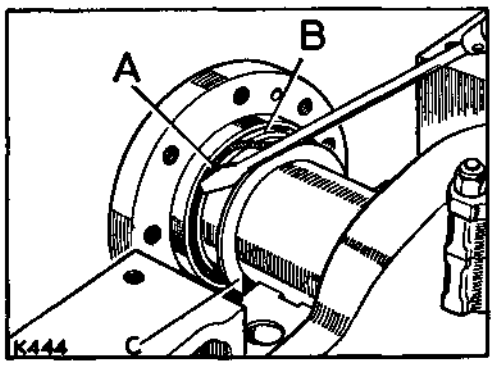

**Fig. A3-122. Fitting garter spring to recess**
12. Remove the oil seal from the crankshaft. Fig. A3-122 refers.